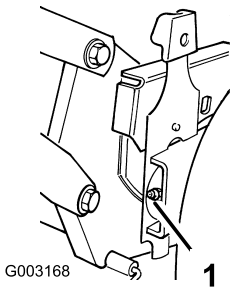

Figuur 24
2. Veeg de smeernippels met een doek schoon (Figuur 24).